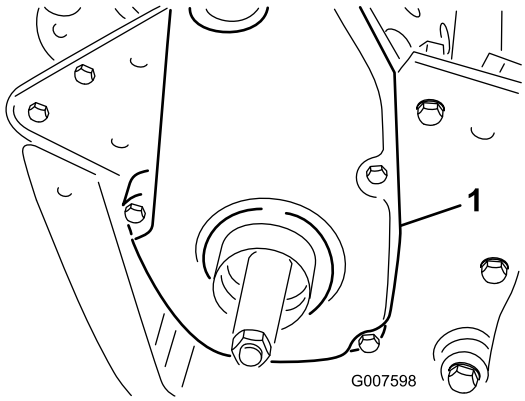

Figura 47
6. Retire a cobertura traseira da correia do lado direito da máquina (Figura 47).